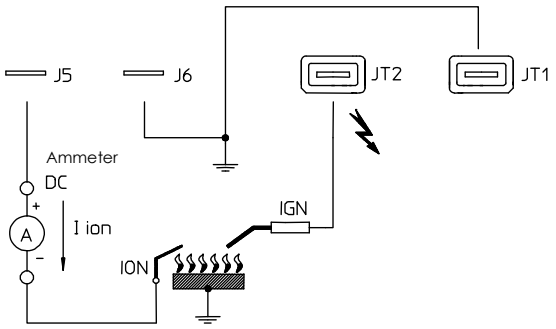

Fig.5
– the level of the flame signal is sufficient, see Fig.5 for the measuring test;